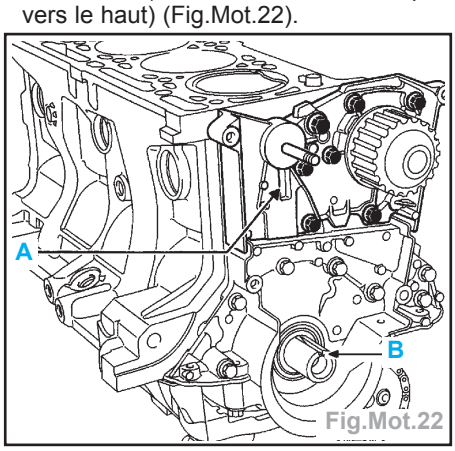

Fig.Mot.22
- Vérifier que le vilebrequin soit bien en appui sur la pige de Point Mort Haut **Mot. 1489** (la rainure B du vilebrequin vers le haut) (Fig.Mot.22).
- Veiller lors de la repose du galet tendeur à ce que l'ergot du galet soit correctement positionné dans la rainure (**A**) (Fig.Mot.22).